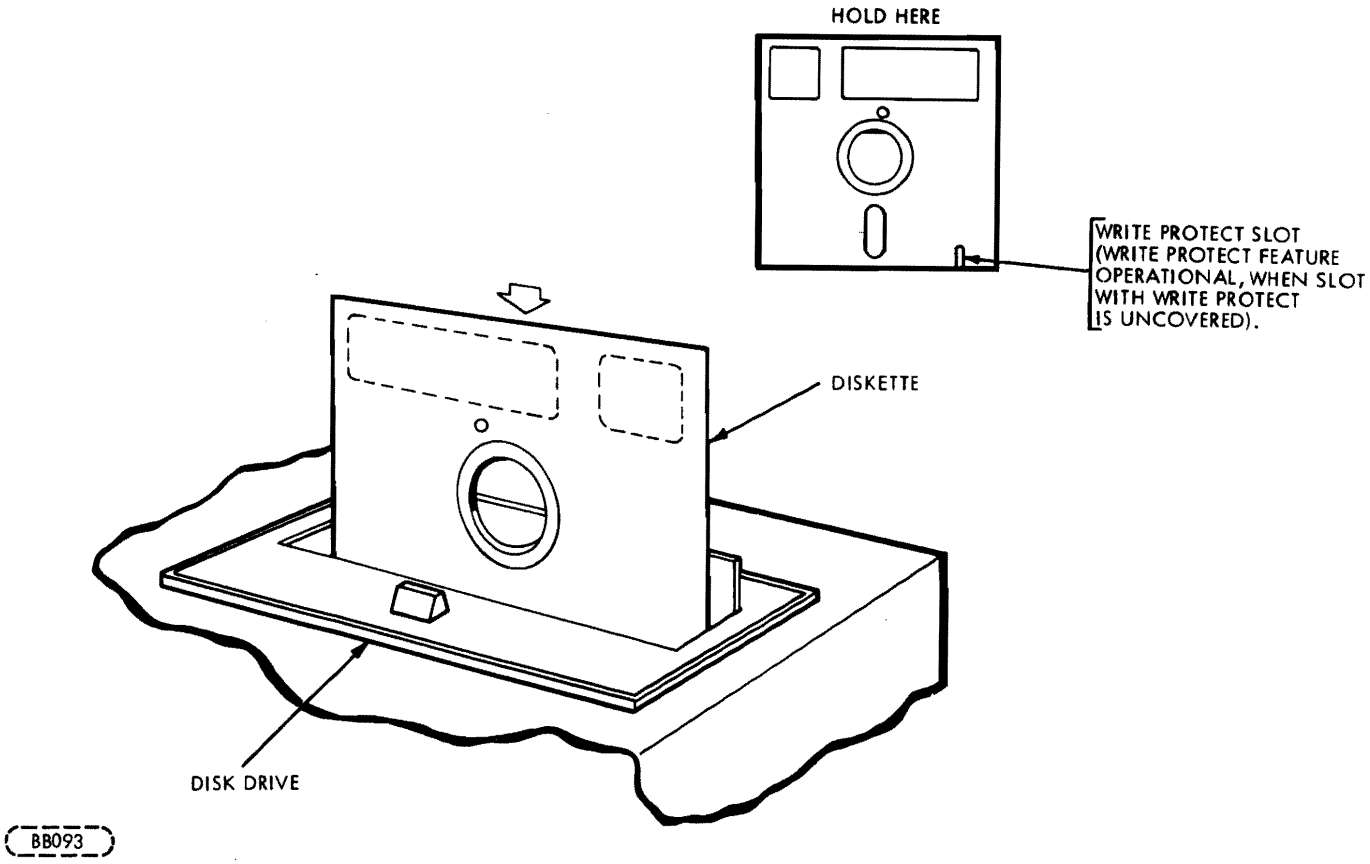

Figure 2-1. Diskette Installation
c. Remove diskette from storage envelope as shown in Figure 2-1.
d. On units with the Write-Protect option, be sure the Write-Protect slot in the jacket is open, as shown in Figure 2-1, if the diskette is to be write-protected.
f. Carefully slide diskette into FDD, as shown in Figure 2-1, until jacket is solidly against stops.